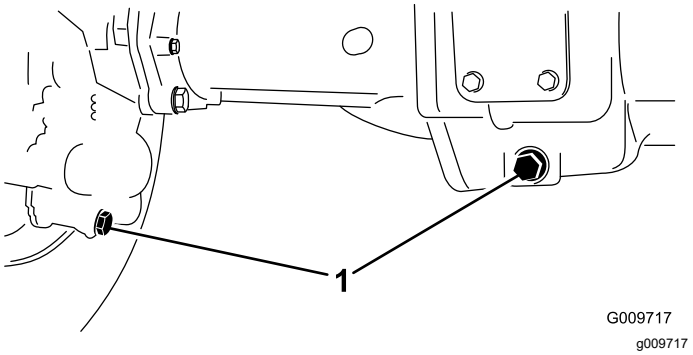

Рисунок 107
2. Очистите область вокруг 3 сливных пробок, по одной на каждом конце и одной в центре (Рисунок 107).